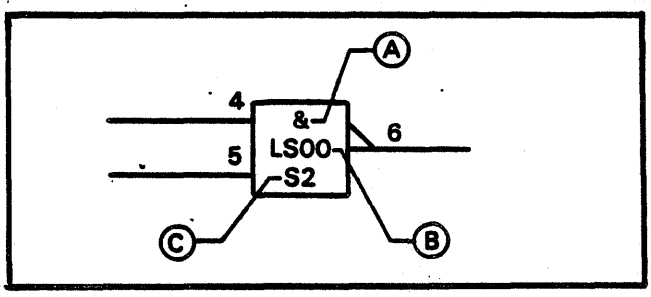

Figure 11-4. LOGIC SYMBOL
1. Each logic symbol in the schematic diagram reflects the function being performed,(A) component type,(B) and board location of the device (C). See Figure 11-4.